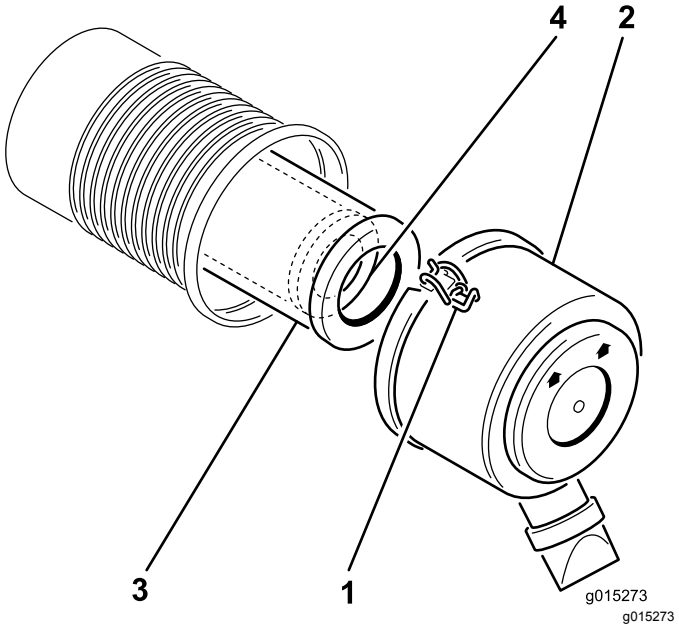

Figur 14
2. Lossa spärrarna som fäster luftrenarkåpan vid luftrenaren. Lossa kåpan från luftrenaren (Figur 14).
4. Dra försiktigt ut huvudfiltret ur luftrenarhuset (Figur 14).
2. Skjut försiktigt in filtret i filterhuset när du byter säkerhetsfilter (Figur 14).
3. Skjut försiktigt in huvudfiltret över säkerhetsfiltret (Figur 14).
5. Sätt tillbaka luftrenarkåpan med sidan med markeringen up vänd uppåt, och fäst spärrhakarna (Figur 14).